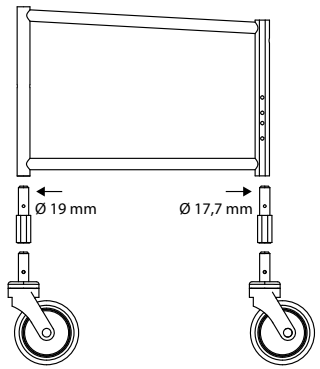

fig.18
2. Coloque los cuatro adaptadores de altura entre el chasis y las ruedas directrices y atorníllelos al chasis (fig. 18).